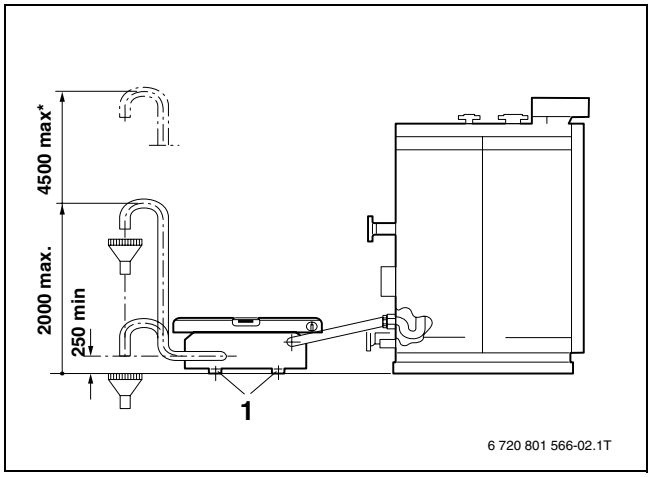

Рис. 2 Высота подачи
По-возможности, располагайте устройство нейтрализации рядом с котлом или теплообменником. Обязательно выдерживайте значения высоты подачи, приведенные на рис. 2.
- Выровняйте ванну опорными болтами (→ рис. 2, [1]) по горизонтали.